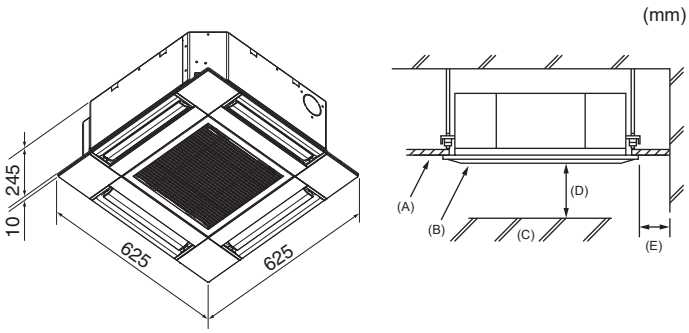

Fig. 3-1
3.1. Appareil intérieur (Fig. 3-1)